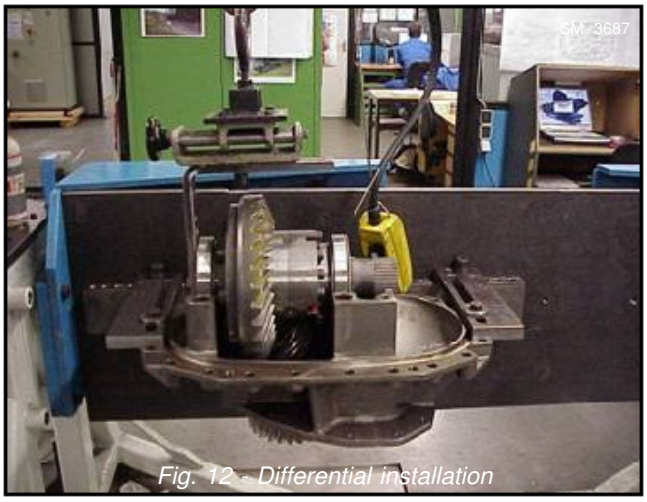

Fig. 12 - Differential installation
13. Using 15503093 or suitable lifting equipment , lift the differential housing assembly (15) complete with the bearing (26) and adjusting washer (21).
14. Lift the assembly into the differential housing (35). Refer to Figure 12.